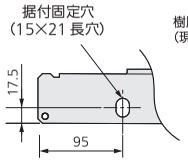

図7
- 防振ゴム、架台等は必ず足の奥部までを受けるようにしてください。また上部からの固定用ワッシャーは据付固定穴より大きい物を使用してください。（図7）